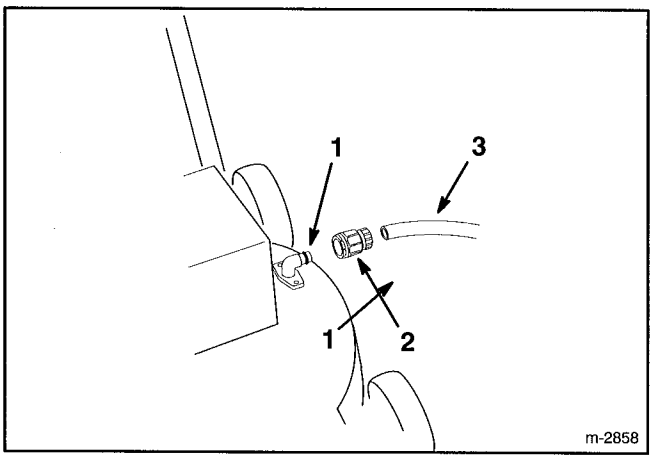

Figure 27
2. Attach a quick disconnect coupling (sold separately) to the end of the garden hose. Attach coupling to mower washout fitting and turn water on high (Fig. 27).